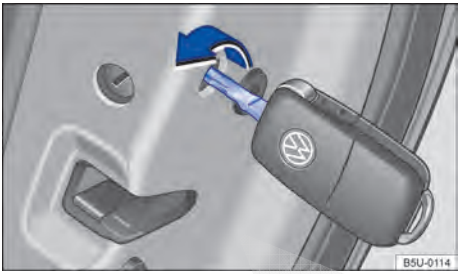

Fig. 157 Travamento de emergência do veículo com a chave do veículo.
– Inserir a haste da chave na fenda → Fig. 157 e girar no sentido horário (para dentro do veículo) até o batente.